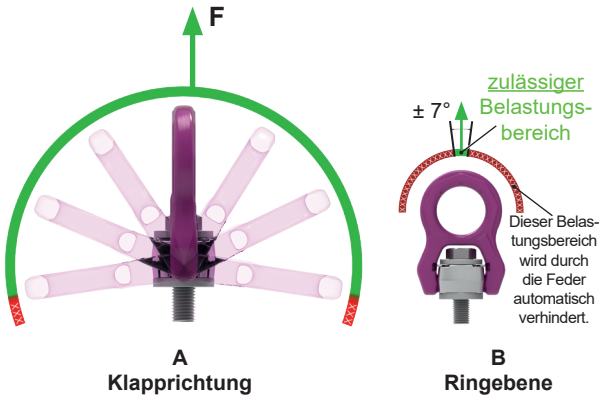

*Abb. 5: **
** In Abb. 5 ist die Bauform der ACP M8-M30 bzw. 1/2"-1 1/4" dargestellt. Die Belastungsbereiche gelten ebenfalls für die ACP M36-M56 bzw. 1 1/2"-2".*
Die Feder hält den Bügel aus der in *Abb. 10* schraffierten Position ab. Dies führt dazu, dass die verbotene Belastung „quer zum stehenden Bügel" (siehe Abschnitt *3.3.1, Abb. 5*) nicht entsteht. Unter Last wird die Federkraft überwunden und der ACP kann senkrecht belastet werden. Das Klappen des Bügels über den von der Feder abweisenden Bereich ist mit erhöhtem Kraftaufwand jedoch von Hand möglich.